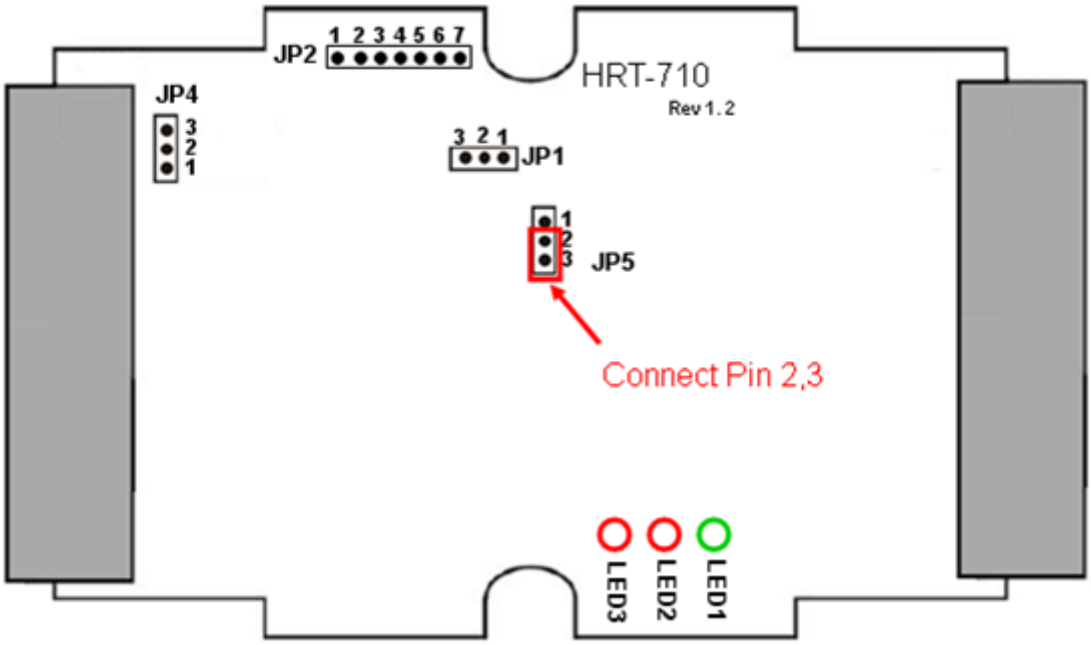

Figure 4-1 Connect pin 2 & 3 of JP5 together
(1) Download the newest firmware of HRT-710. (Download from ftp://ftp.icpdas.com/pub/cd/fieldbus_cd/hart/gateway/hrt-710/firmware/)
(2) Turn off the power and open the shell of HRT-710. Then connect the pin 2 & 3 of JP5 together like Figure 4-1.